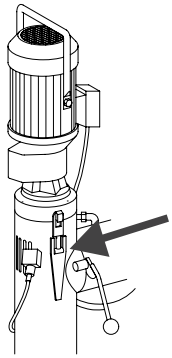

Рис. 18:
- Ослабить фиксатор привода насоса (рис. 18)